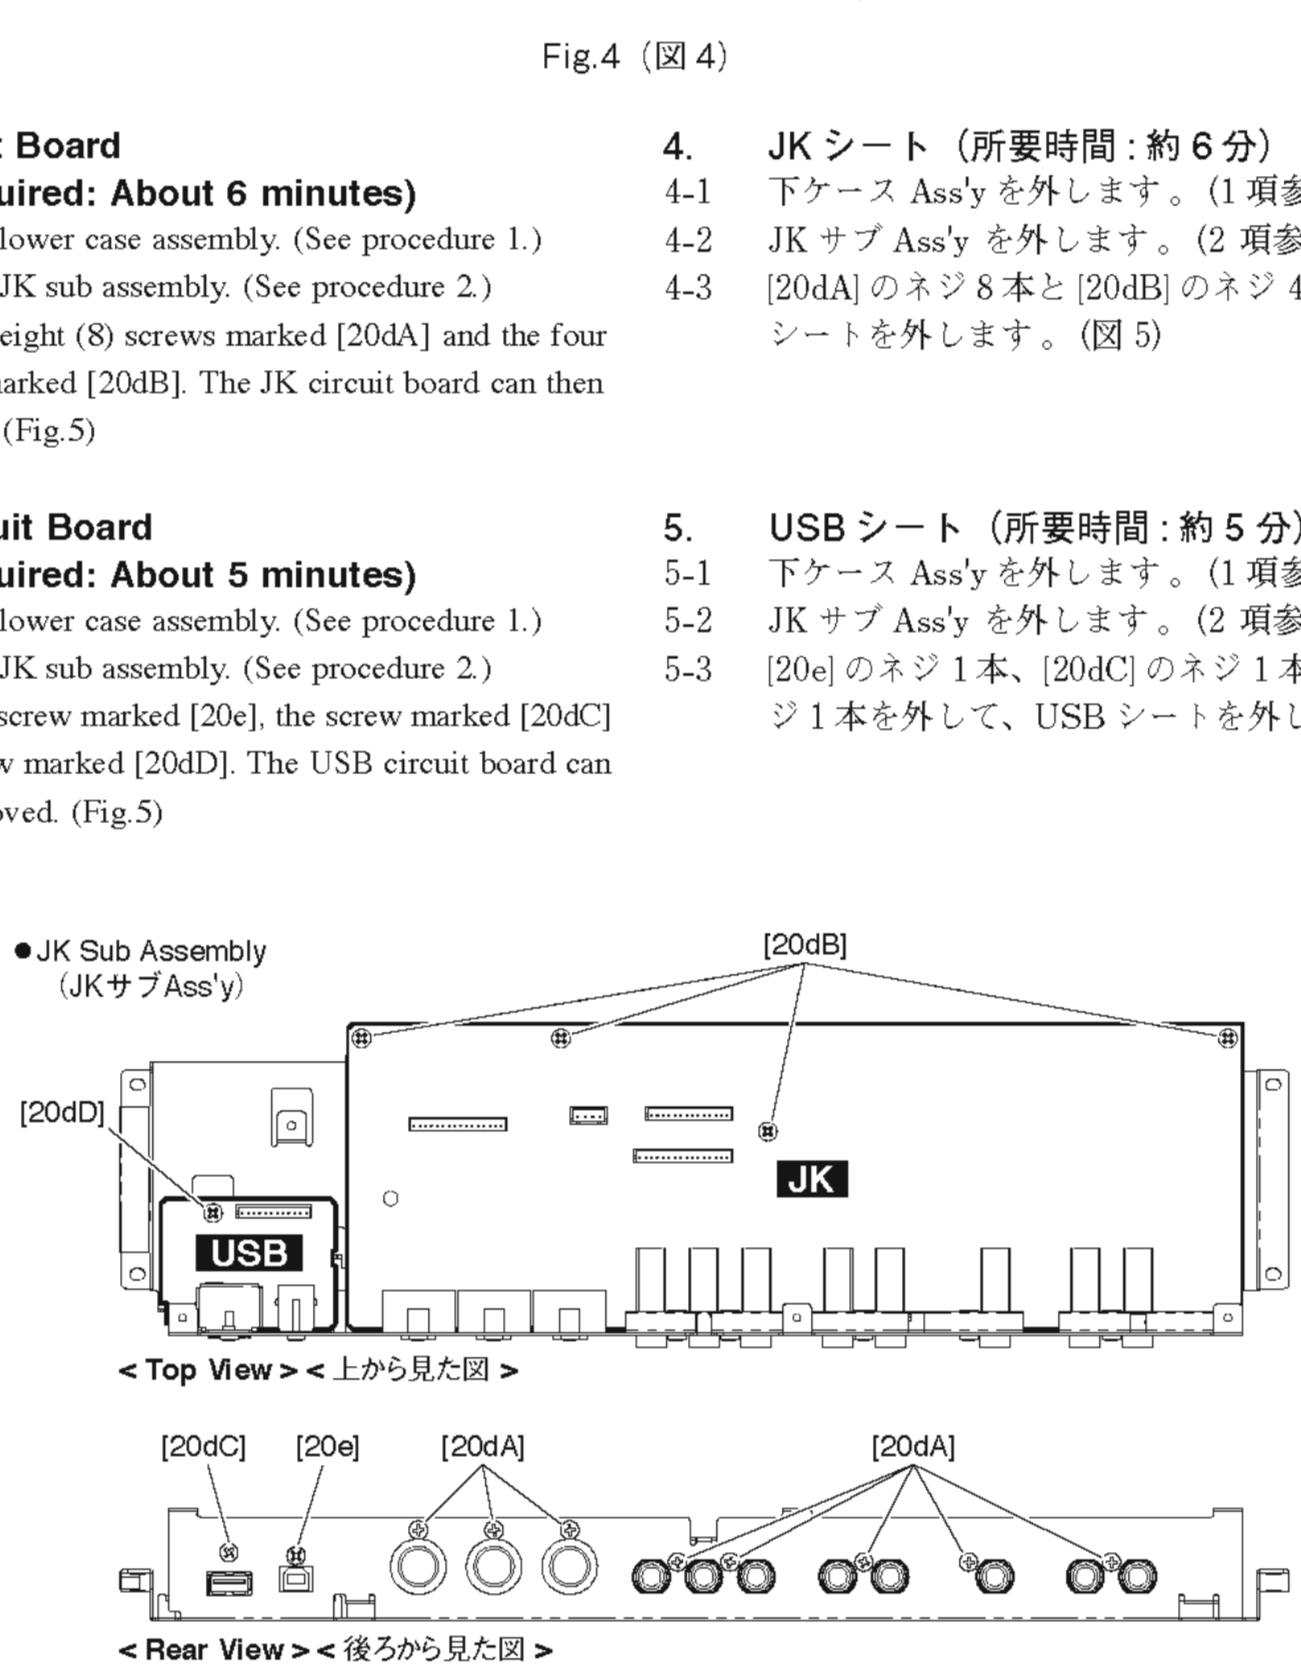

Fig.5（図 5）
4-3 Remove the eight (8) screws marked [20dA] and the four (4) screws marked [20dB]. The JK circuit board can then be removed. (Fig.5)
4-3 [20dA] のネジ 8 本と [20dB] のネジ 4 本を外して、JK シートを外します。(図 5)
5-3 Remove the screw marked [20e], the screw marked [20dC] and the screw marked [20dD]. The USB circuit board can then be removed. (Fig.5)
5-3 [20e] のネジ 1 本、[20dC] のネジ 1 本と [20dD] のネジ 1 本を外して、USB シートを外します。(図 5)